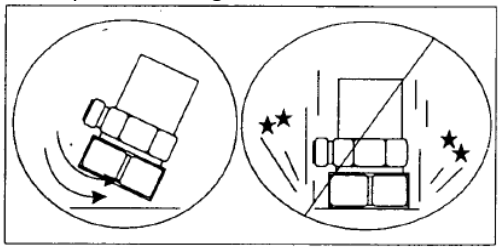

Figure 10. Magnet Mounting
STEP 4: Mount the magnet/sensor assembly to the prepared test surface by gently "rocking" or "sliding" it into place. See Figure 10.